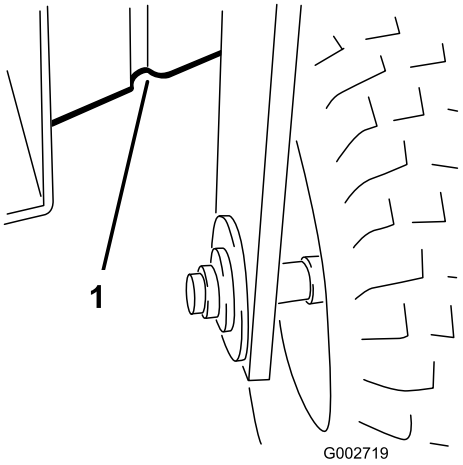

**Figuur 20**
- Voor-onder het frame achter het voorwiel (Figuur 20).